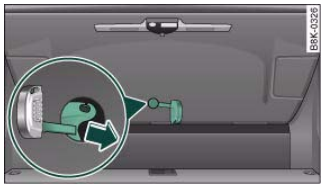

Fig. 44 Luggage compartment: Access to manual release
– Prise off the cover (using the emergency key) ⇒ fig. 44.